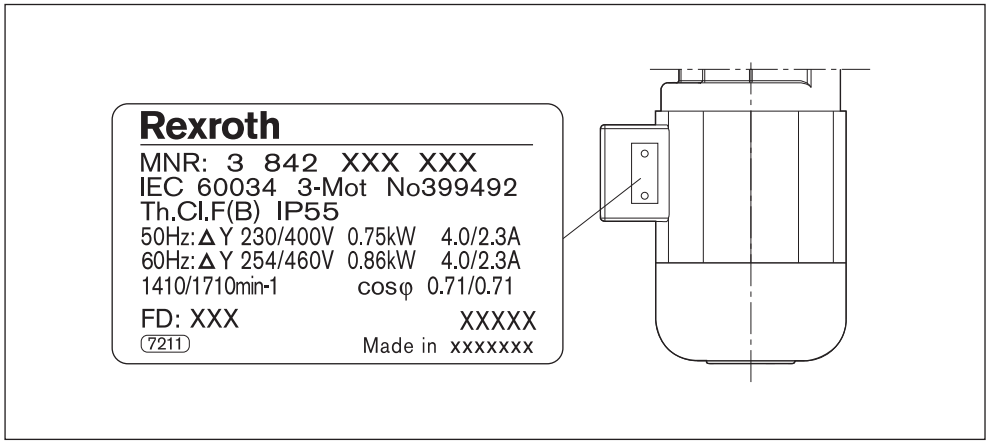

Fig. 161: Motor nameplate (example)
- Connect the motor in either a wye or a delta configuration in accordance with the wiring diagrams, see Fig. 161 on page 173, and the wiring diagram in the terminal box.
- Switch any two wires (U1, V1 or W1, see Fig. 161 on page 173) to change the motor's rotational direction.